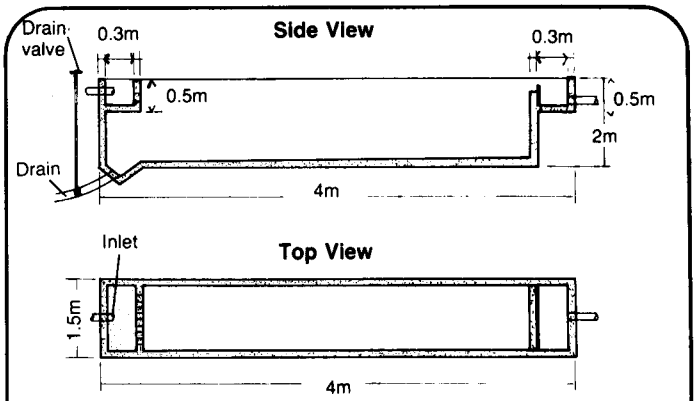

**Figure 2. Sedimentation Basin**
3. A plan of the sedimentation basin with all dimensions as shown in Figure 2. The design drawing should either show a basin with sloping walls dug into the ground or a rectangular structure with vertical walls. Construction of both types of basins is described in this technical note.